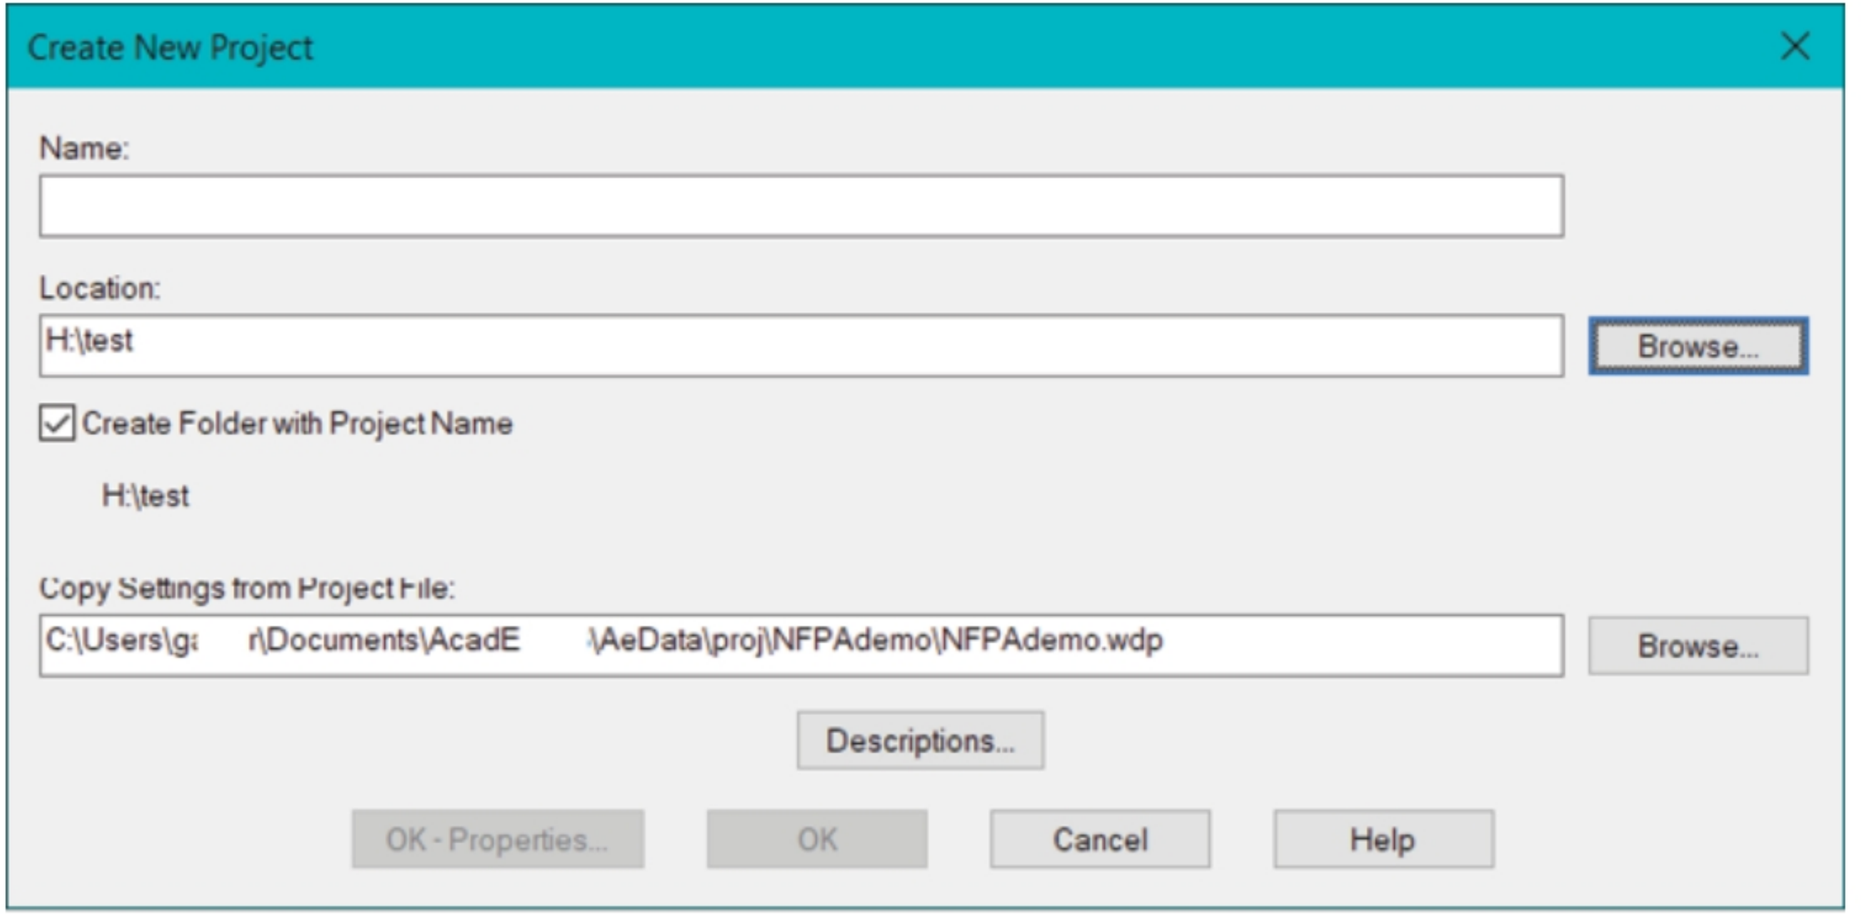

Figure-5. Create New Project dialog box
- Click on the **New Project** button in the **Project Manager**. The **Create New Project** dialog box will be displayed; refer to Figure-5.